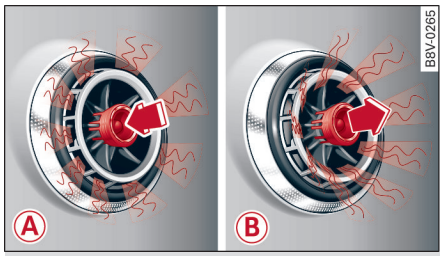

图 88 出风口：调整气流特性。A）扩散 B）集中。
– 气流**扩散**（间接/舒适 Ⓐ）：略微向内按压中部调节环 ⇨ *图 88*。
– 气流**居中**（直接/活跃 Ⓑ）：略微向外拉动中部调节环 ⇨ *图 88*。